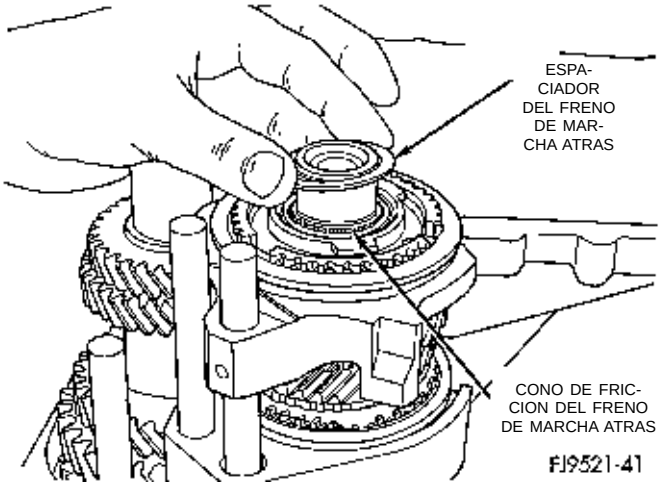

Fig. 64 Espaciador del freno de marcha atrás
(8) Instale el espaciador del freno de marcha atrás (Fig. 64). Aplique vaselina al espaciador a fin de sostenerlo en su sitio.